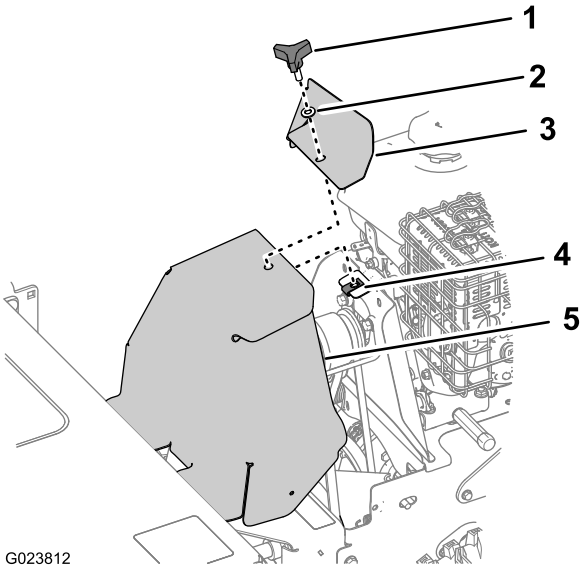

Figur 38
1. Ta bort ratten och brickan som håller fast motorhuven och remkåpan på maskinen (Figur 38).
3. Rikta in remkåpan och motorhuven efter maskinen och plåtmuttern (Figur 38).
4. Fäst remkåpan och motorhuven på maskinen med hjälp av ratten och brickan (Figur 38).